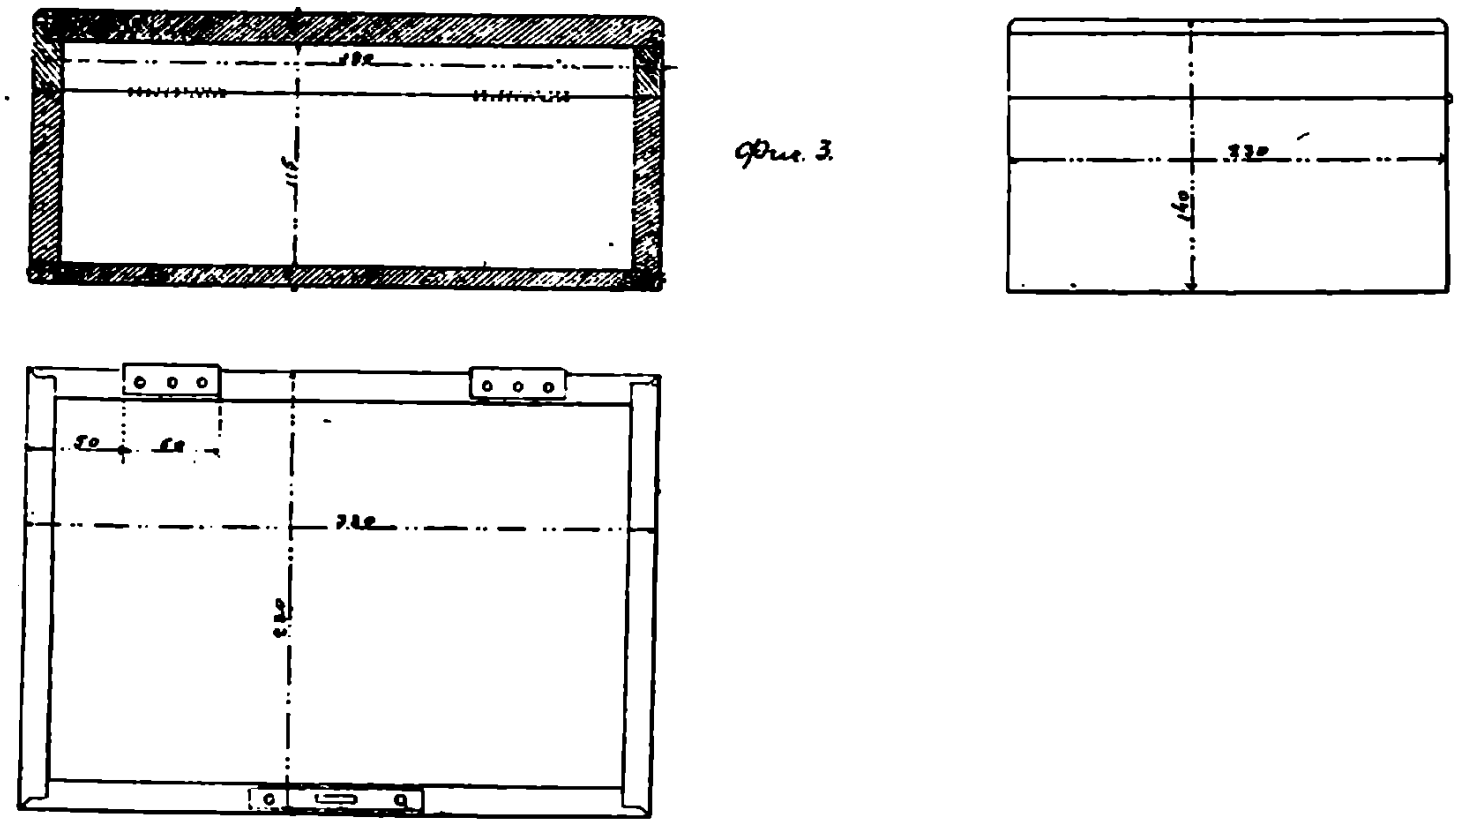

Рис. 84. Шкатулка.
1) Отъ доски въ 19 мм. толщиною отпилить 2 куска въ 332 мм. и 2 куска въ 232 мм. длиною и шириной всѣ 4 въ 140 мм. Первые 2 куска обстрогать по размѣрамъ фиг. 1 (рис. 84), а послѣдніе по фиг. 2. Кромки этихъ дощечекъ выпилить пилою и отдѣлать, какъ показано на видахъ сверху фиг. 1 и 2; на двухъ фиг. 2 намѣтить и отдѣлать шипы, по нимъ намѣтить и отдѣлать шипы на двухъ фиг. 1 и тща-